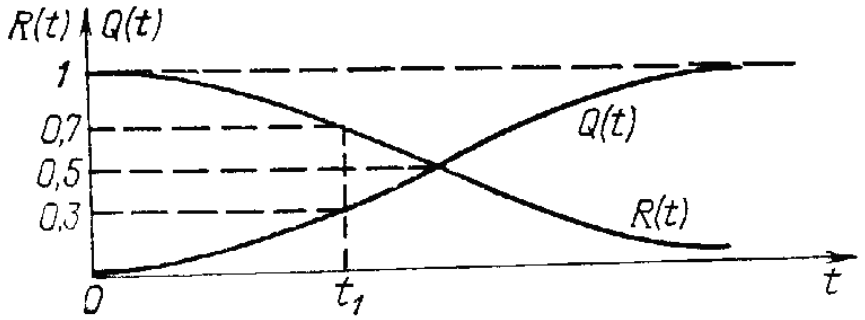

Рис. 3. Зависимость вероятности безотказной работы и вероятности отказа от времени
1) $0 \leq R(t) \leq 1$; 2) R (0)=1; 3) $R(\infty) = 0$. Типичное изменение R(t) показано на рис. 3. На практике часто приходится пользоваться понятием вероятности отказа Q(t), т. е. события, противоположного событию безотказной работы.
Типичная зависимость вероятности отказа от времени изображена на рис. 3. Функция Q(t) есть неубывающая функция времени.
Вероятность безотказной работы является основным количественным показателем (критерием) надежности, так как наиболее полно охватывает все многообразие факторов, влияющих на надежность. По вероятности R(t) довольно просто судить о надежности аппаратуры. Чем больше R(t), тем выше ее надежность. Этот критерий находит широкое применение при оценках надежности систем и в оперативно-тактических расчетах. Например, по кривым рис. 3 определяем, что за время t_1 часов испытаний отказывает в среднем 30% приборов и 70% приборов в среднем будут работать исправно.